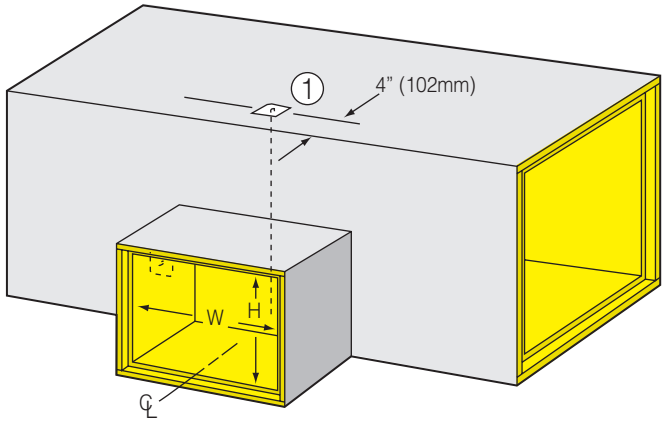

Fig. 5-17A. Trunk duct reinforcement 4" (102mm) off female shiplap.
If W is greater than one half the maximum unreinforced duct dimension but not greater than the maximum unreinforced duct dimension, reinforce per ①, Fig. 5-17A, 4" (102mm) off female shiplap.